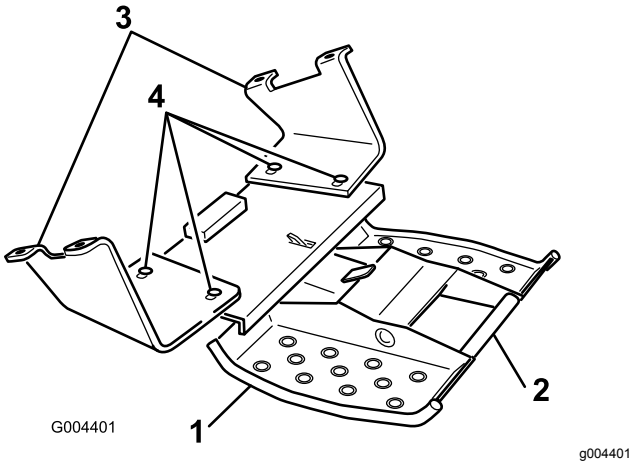

Rysunek 4
3. Pociągnij za uchwyt podestu, aby rozłożyć podest (Rysunek 4).
4. Ręką poluzuj, ale nie wykręcaj, 4 śruby i nakrętki mocujące zespół podestu do wsporników montażowych (Rysunek 4).